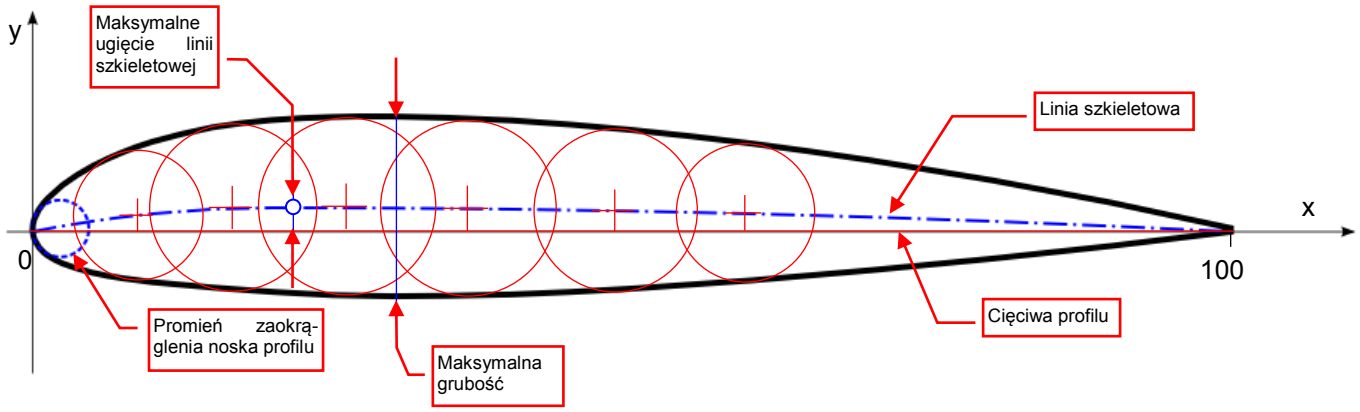

Rysunek 8.3.1 Geometria profilu lotniczego
Profil płata jest odwzorowywany w lotnictwie bardzo dokładnie — nawet nieznaczne różnice kształtu mogą w znaczny sposób zmienić np. charakterystyki przeciągnięcia. Rysunek 8.3.1 wyjaśnia podstawowe pojęcia, używane w opisie geometrii profili lotniczych:
Prosty odcinek, łączący nos z krawędzią spływu nazywamy **cięciwą**. Drugą linią charakterystyczną jest **szkieletowa**. Punkty tej linii leżą w równej odległości od górnej i dolnej krawędzi profilu. Można ją sobie wyobrazić jako linię przechodzącą przez środki okręgów, wpisanych w obrys profilu (Rysunek 8.3.1).
- punkt maksymalnego ugięcia linii szkieletowej (Rysunek 8.3.1).